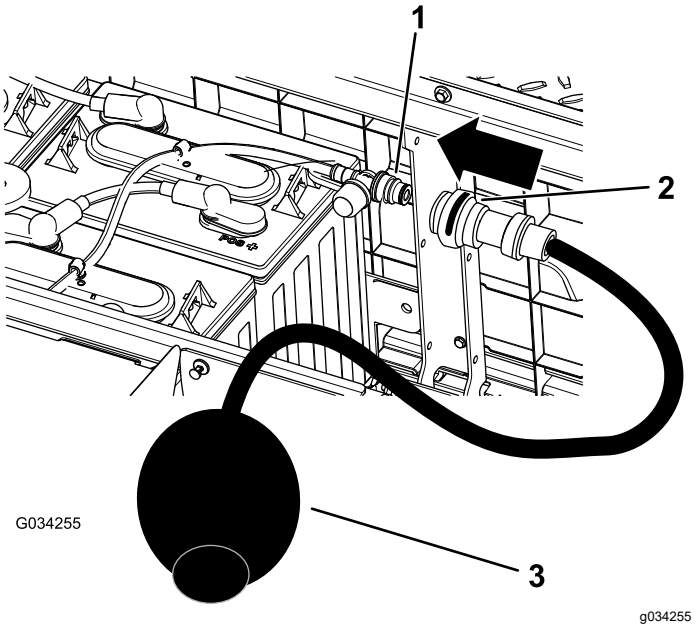

Figur 37
4. Tilslut Toros vandhåndpumpe til vandfyldningsporten (Figur 37).